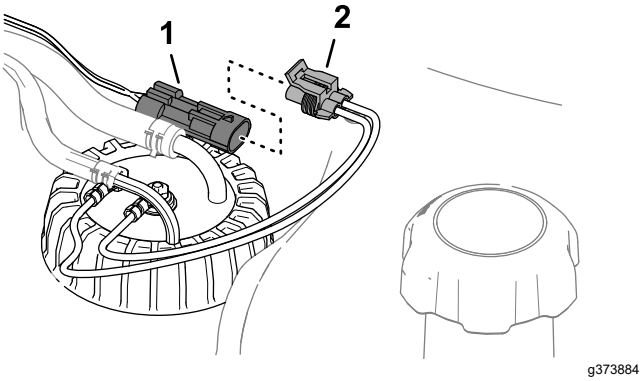

Figuur 94
6. Steek de connector van de kabelboom van de brandstofsensor in de connector van de machinekabelboom (Figuur 94).